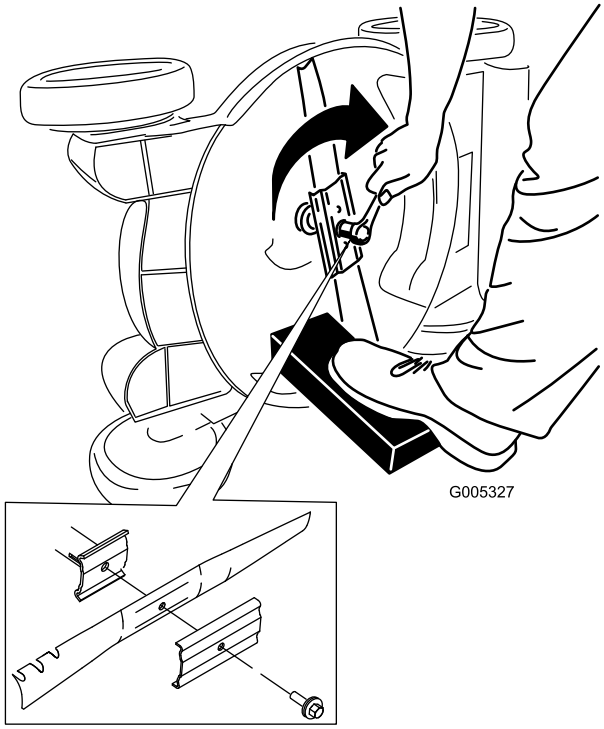

Figur 49
5. Monter den nye kniv og alle monteringsboltene og -møtrikkerne (Figur 49).
3. Når plæneklipperen står på en plan flade, motoren kører og kniven er indkoblet, skal du sprøjte en vandstråle ind foran det højre baghjul (figur 49).